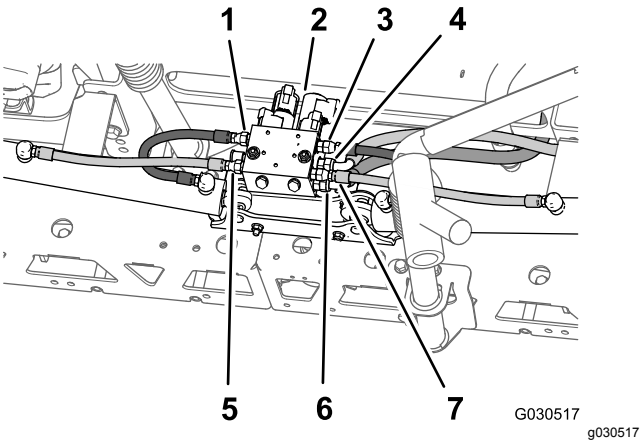

Figur 71
2. Bag på maskinen fjernes hydraulikslangerne mellem bomløftemanifolden og hydraulikcylinderen (Figur 71).